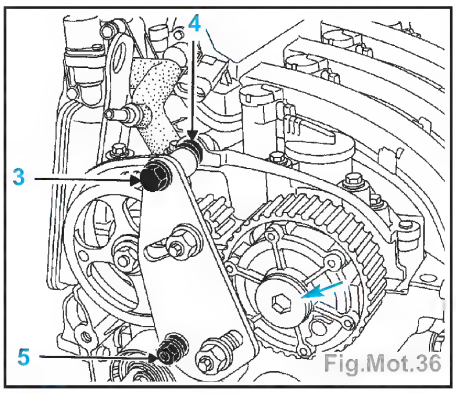

Fig.Mot.36
• la vis supérieure (3) tout en positionnant l'entretoise (4) du **Mot. 1509-01** entre l'outil et le carter chapeau paliers arbres à cames (ne pas bloquer la vis) (Fig.Mot.36),
• l'écrou épaulé (5) du **Mot. 1509-01**.
- Serrer l'écrou épaulé (5) et la vis (3), puis immobiliser les poulies avec les pignons dentés du **Mot. 1509**.
• l'obturateur du déphaseur d'arbre à cames d'admission à l'aide d'une clé six pans de 14 mm (flèche) (Fig.Mot.36),
- Mettre en place l'outil de blocage des poulies des arbres à cames **Mot. 1509** équipé du complément **Mot. 1509-01** (Fig.Mot.36).
- Reposer l'oburateur (flèche) (Fig.Mot.36) (équipé de son joint neuf) du déphaseur en le serrant au couple de 2,5 daN.m.